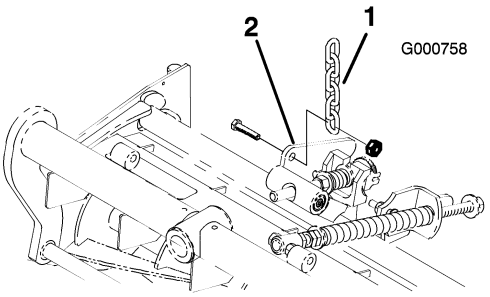

Figura 6
12. Togliete il dado che fissa la staffa di montaggio della molla di compensazione del manto erboso all'attacco dello stabilizzatore dell'elemento di taglio (Figura 6). Inserite la catena di ribaltamento sulla vite a testa cilindrica, e fissate con il dado tolto in precedenza.